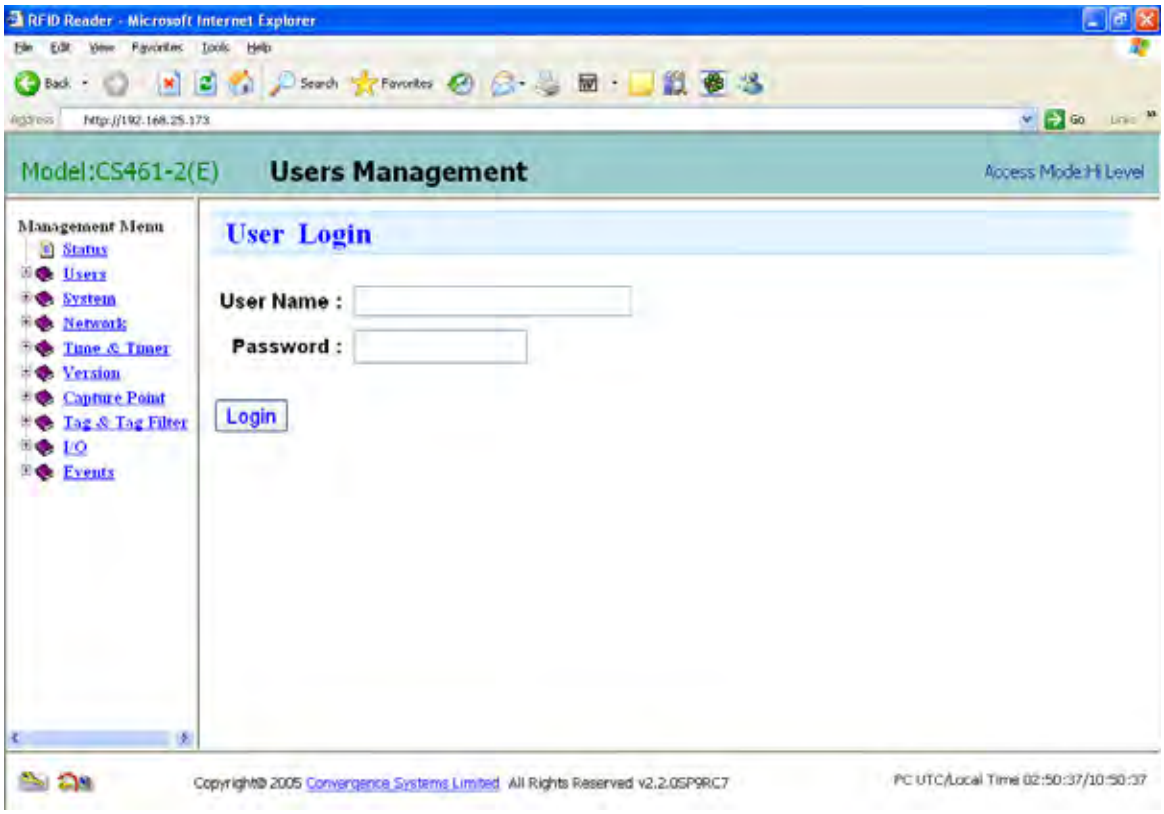

Figure 3-1 Login Screen
- Open an Internet Explorer and browse the reader using its IP Address (e.g. http://192.168.25.173). The browser screen should look like Figure 3-1.
- The version of current running firmware is shown at bottom. The firmware version in Figure 3-1 is v2.2.0.